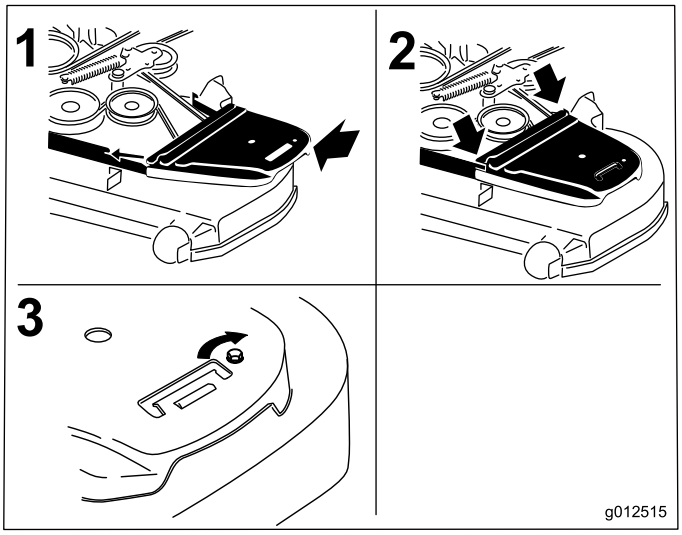

Figur 74
12. Monter remskærmene og de bolte, der sidder på dem (Figur 74).